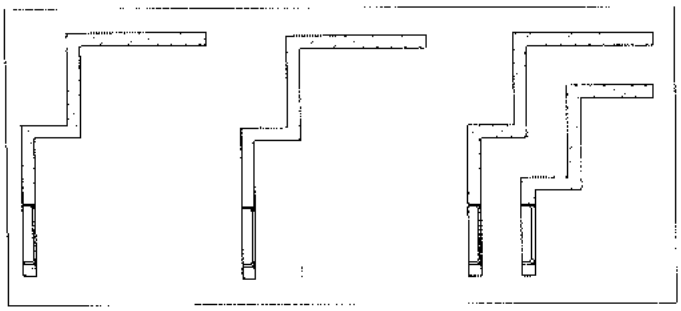

Рис. 10.9. *Построение смещенной цепочки стен*
4. Выбрать элемент или цепочку элементов в графической области. Для выбора цепочки элементов служит клавиша <Tab>. Если в п. 3 был выбран вариант *Numerical*, то при выделении элемента на экране появляется линия, показывающая, куда попадет смещенный элемент. Положение этой линии зависит от того, где находится курсор (рис. 10.9).